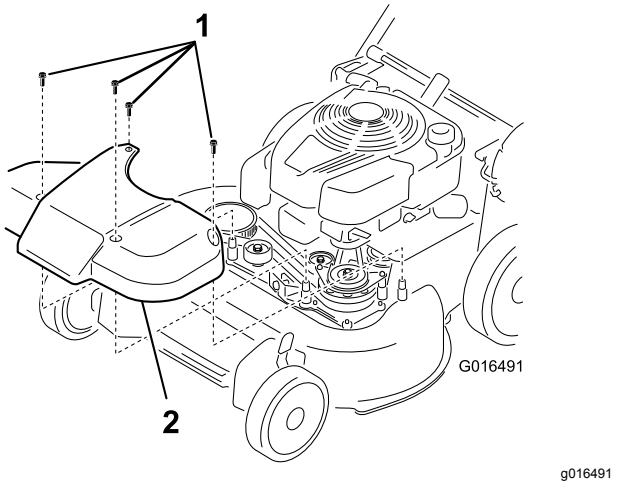

Figur 39
1. Ta bort knivdrivningssystemets kåpa (Figur 39).